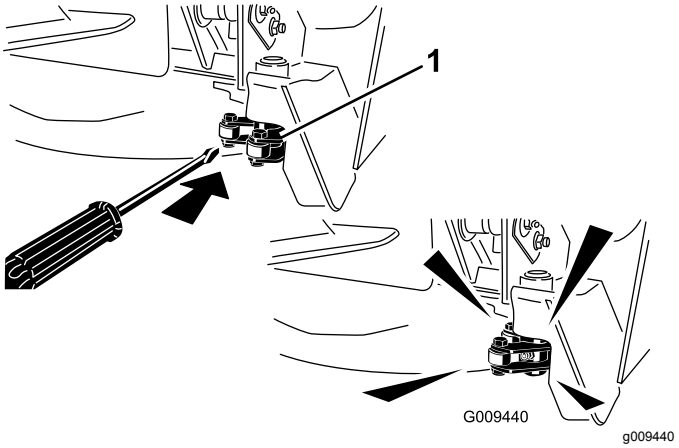

**Figuur 61**
**Opmerking:** Mogelijk moet u de grendels handmatig vrijstellen om bij de smeernippels te komen (Figuur 61). Gebruik een rolkoevoet om de sluiting te sluiten en te openen.